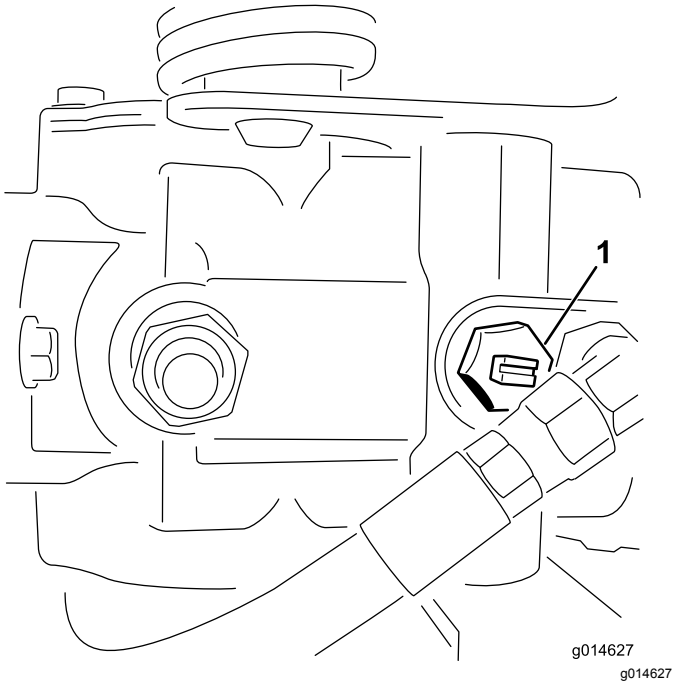

Figur 29
1. Lokalisera överströmningsventilen på pumpen och vrid den så att skåran är lodrät (Figur 29).
2. Stäng överströmningsventilen genom att vrida den så att skåran är vågrät (Figur 29) innan du startar motorn.